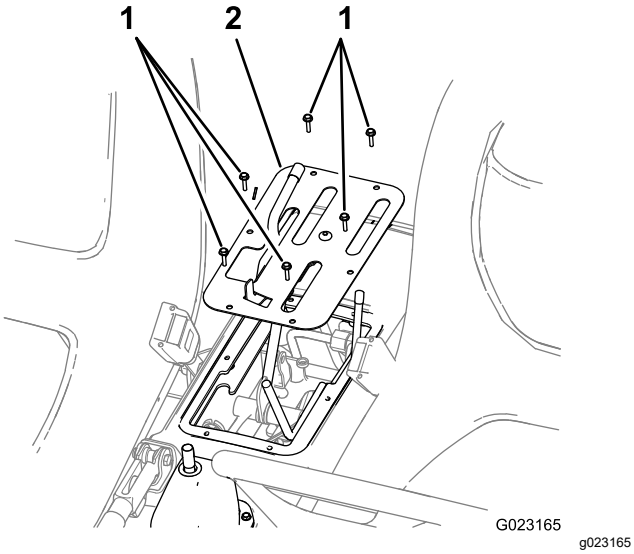

Figur 3
3. Ta bort de sex skruvarna som håller fast ytterkanten på mittkonsolens skyddsplåt mot chassit och ta bort skyddsplåten (Figur 3).